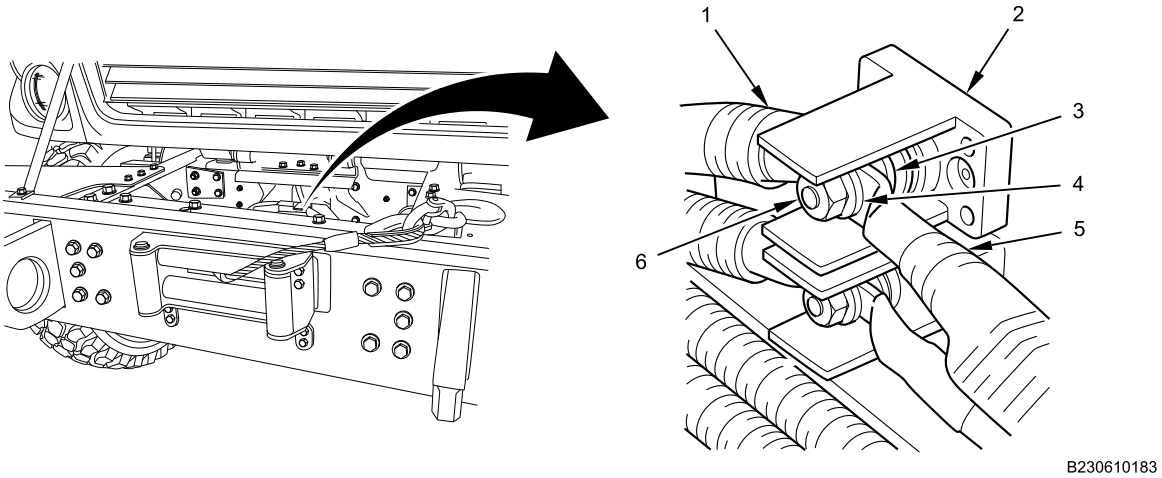

Figure 2. Junction Block.
3. Remove nut (Figure 2, Item 6), lockwasher (Figure 2, Item 4), winch assembly RED cable (Figure 2, Item 5), flat washer (Figure 2, Item 3), and winch RED feed cable (Figure 2, Item 1) from junction block (Figure 2, Item 2). Discard lockwasher (Figure 2, Item 4).